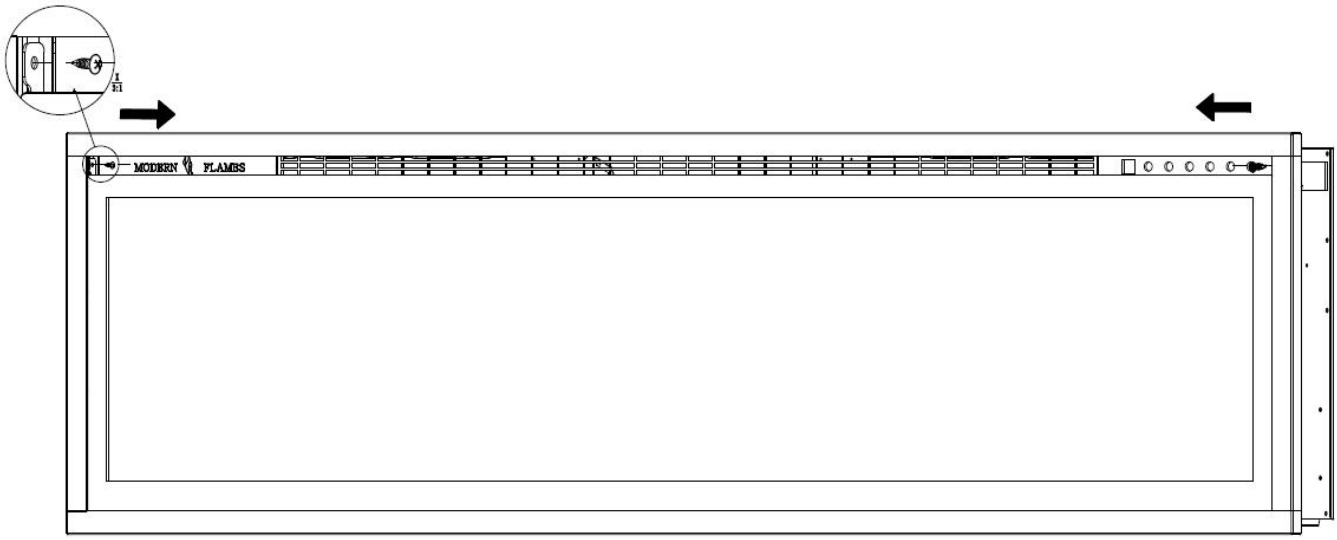

Fig. 1-1
A. Con una mano sobre el cristal frontal para evitar que caiga, quitar los dos tornillos (1 por lado) del lado del aparato (Fig. 1-1). Deja los tornillos a un lado.